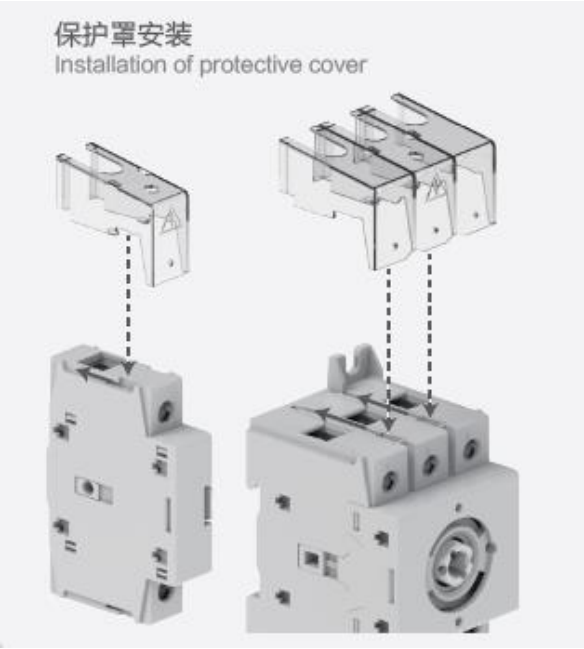

Figure 28 Installation diagram of terminal cover
7.2.4 Terminal cover and lock installation: as shown in Figure 28, 29